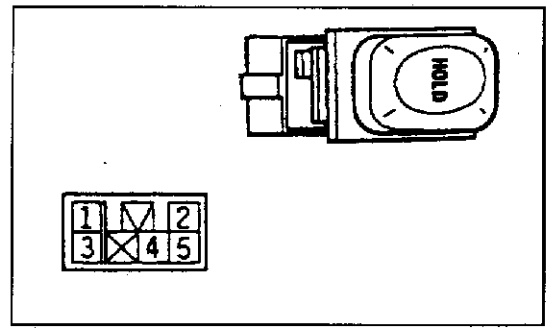

图 4－2－6
(5)防手动换档开关的导通检查，如图 4－2－7 和表 4－2－7 所示。